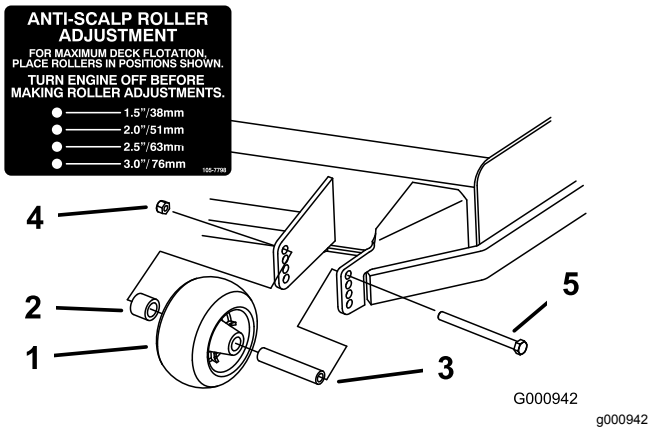
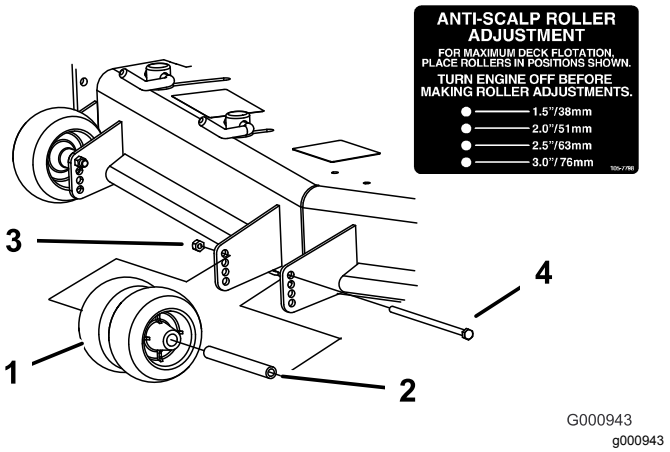
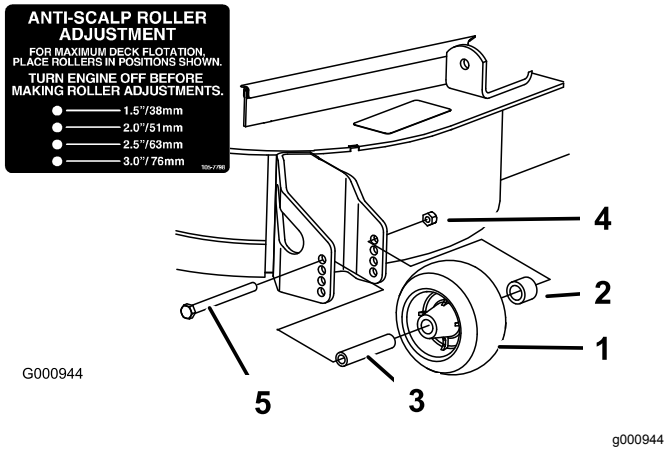

Figur 30
Figur 31
Figur 32
3. Juster antiskalperingsrullerne som vist i Figur 30, Figur 31 og Figur 32.